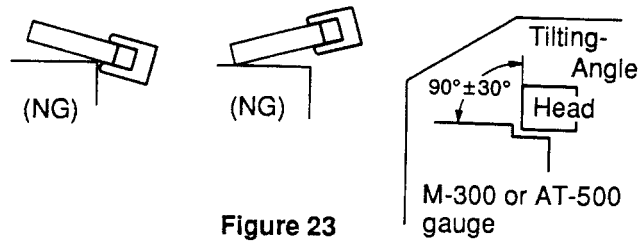

Figure 23
(4) Adjust the height of the head as shown in Figures 23, 24 and 25.
① Place the height adjustment gauge (M-300 or AT-500) on the head base, and adjust the height so that the check bar fits in the tape head guide smoothly.
② When the check bar touches the top (or bottom) of the tape guide, insert a spacer (t 0.1 mm or polislider washer t 0.13 mm).